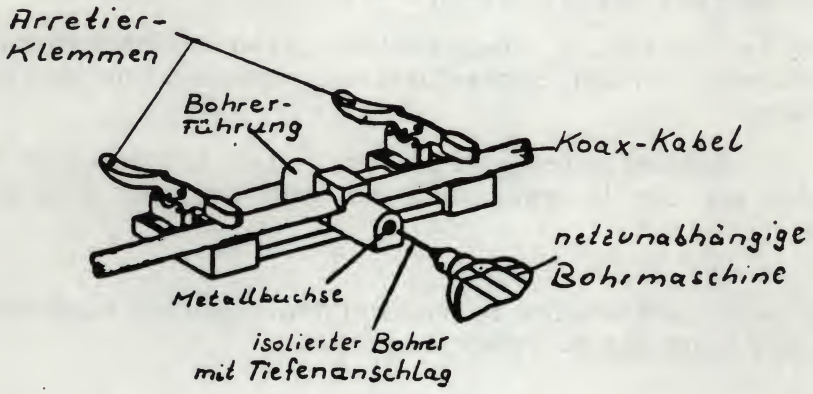
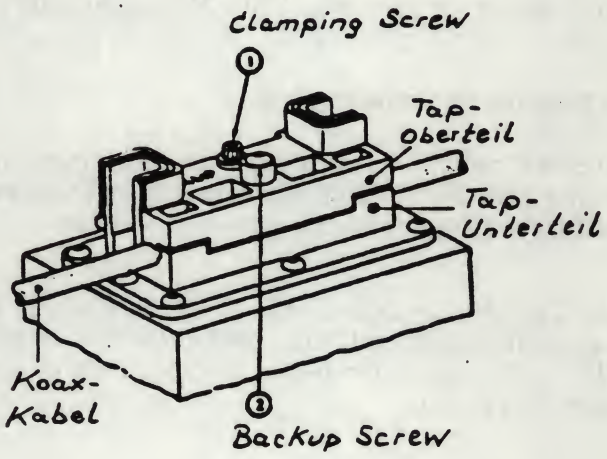

Bild 2: Bohrvorrichtung mit Bohrerfuehrung
Bild 4: Anschluss-Tap des Transceivers B 923.411
1. Bohrvorrichtung mit Bohrwerkzeug (Bild 2)
Zur Montage des Transceivers am Koaxkabel muss das gelbe Ethernetkabel mit Hilfe einer *Bohrschablone* (Bild 2) von beiden Seiten soweit angebohrt werden, dass Kabelmantel und Schirm durchloechert sind. Die Kontaktnadel im Tap-Unterteil *(stationary probe)* sowie ihr Gegenstueck im Oberteil *(back-up probe)* durchdringen dann beim Schliessen des Taps das Dielektrikum des Koaxkabels und beruehren die Seele des Kabels (Bild 4).
1. Tapoberteil durch Loesen der *clamping screw* (Bild 4) mit Imbus-Schluessel 3/16 Zoll abschrauben.